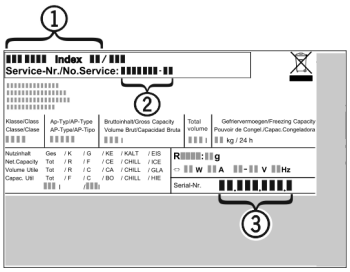

Fig. 7
▶ Identificaţi denumirea aparatului *Fig. 7 (1)*, numărul de service *Fig. 7 (2)* şi numărul de serie *Fig. 7 (3)* pe marca de fabricaţie. Marca de fabricaţie se află pe partea stângă în interiorul aparatului.
▶ Informaţi serviciul de asistenţă a clienţilor şi comunicaţi tipul defecţiunii, denumirea aparatului *Fig. 7 (1)*, numărul de service *Fig. 7 (2)* şi numărul de serie *Fig. 7 (3)*.